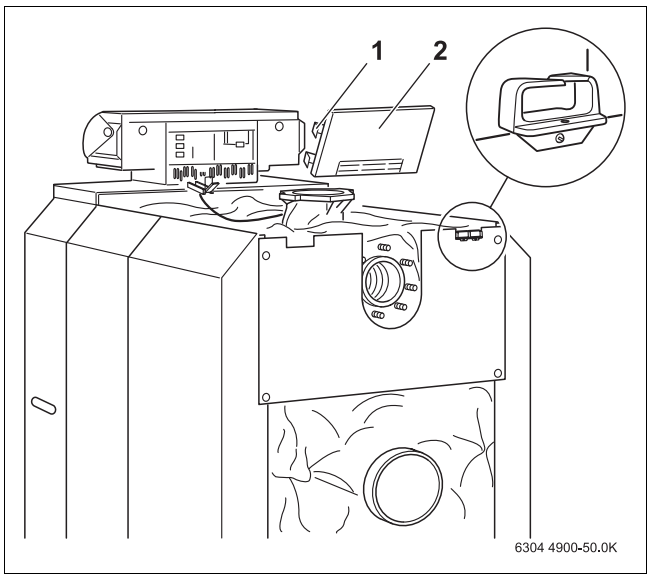

Bild 53 Rückwandteil montieren
- Kabeldurchführung (siehe auch Lupe → Bild 53) links und rechts an die Kesselrückwand anschrauben.